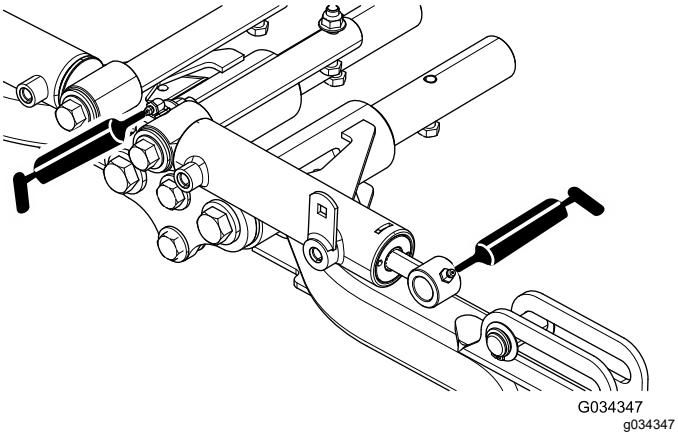

Rysunek 46
- Oś i siłownik przedniego ramienia podnoszącego (po 3); patrz Rysunek 46.